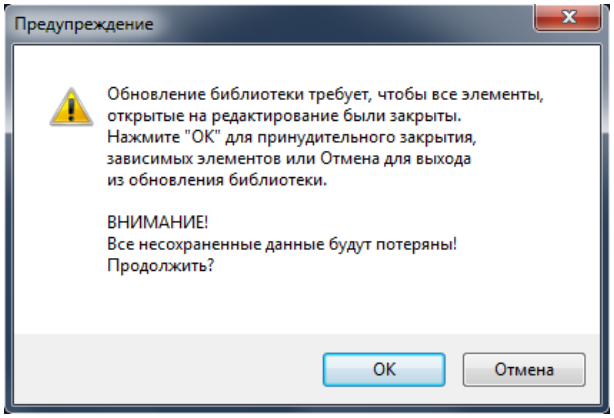

Рис. 110. Предупреждение о возможной потере данных
3. На экране появится предупреждение о возможной потере несохраненных данных, см. Рис. 110. Если несохраненные данные отсутствуют, то для продолжения обновления необходимо нажать кнопку «ОК». Для отмены операции необходимо нажать кнопку «Отмена».